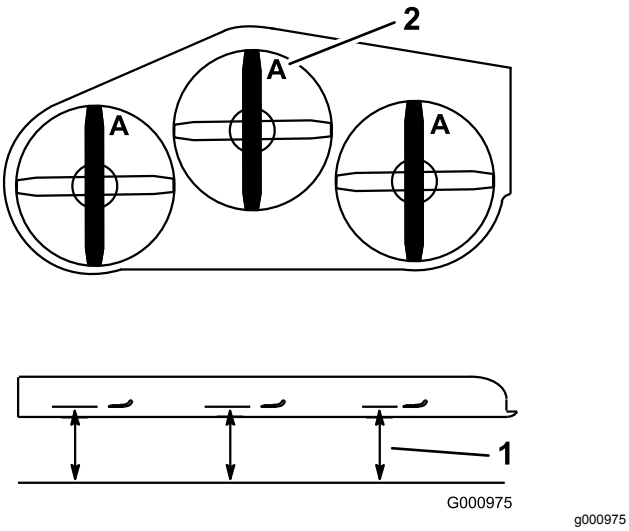

Figur 101
4. Mät från en plan yta till knivens egg vid punkt **A** på knivarna (Figur 101).